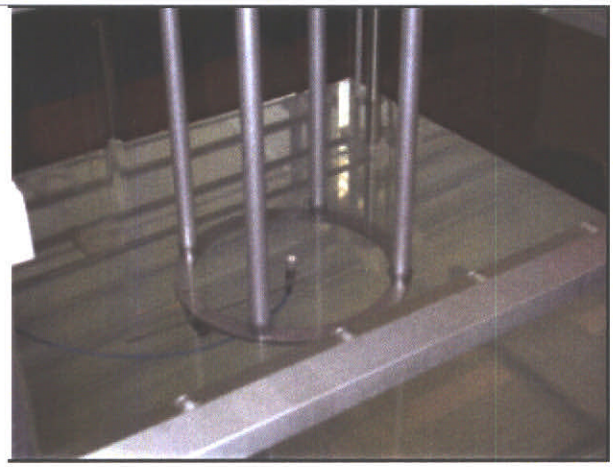

**Figure 3-14 Diode Water Surface Setup**
**SETUP**: Fixed target to detector distance with 800 mm SAD. See *Figure 3-14 Diode Water Surface Setup, page 18.*